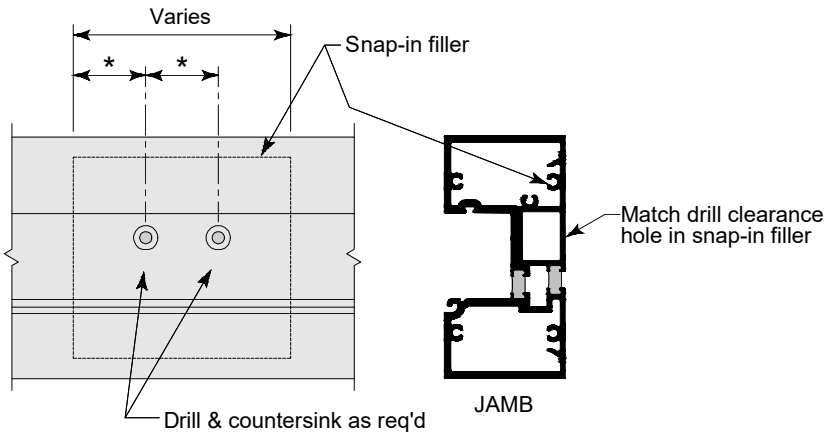

Fig. 19.3
B. Attach fillers to jamb member and match drill clearance hole through snap-in fillers. SEE Fig. 19.3.